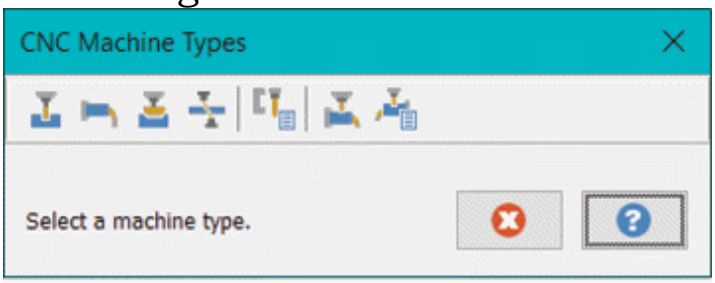

Figure-11. CNC Machine Types dialog box
- Click on the **New** button from the **Machine Definition Manager** dialog box. The **CNC Machine Types** dialog box will be displayed; refer to Figure-11.